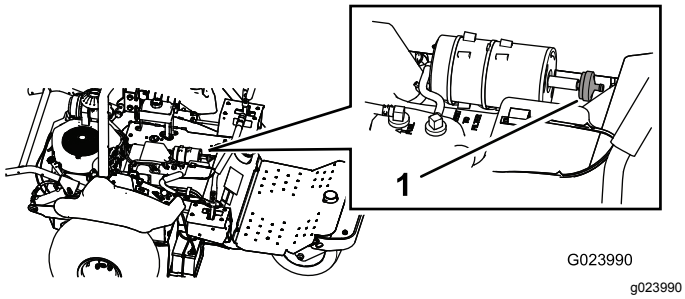

Figuur 46
3. Neem het filter van de koolstofhouder (Figuur 46).